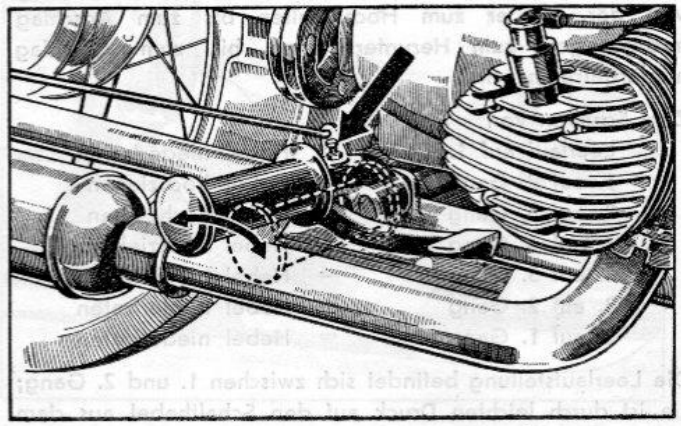

Bild 8
19. Fußbremshebel und Fußrasten (s. Bild 8)